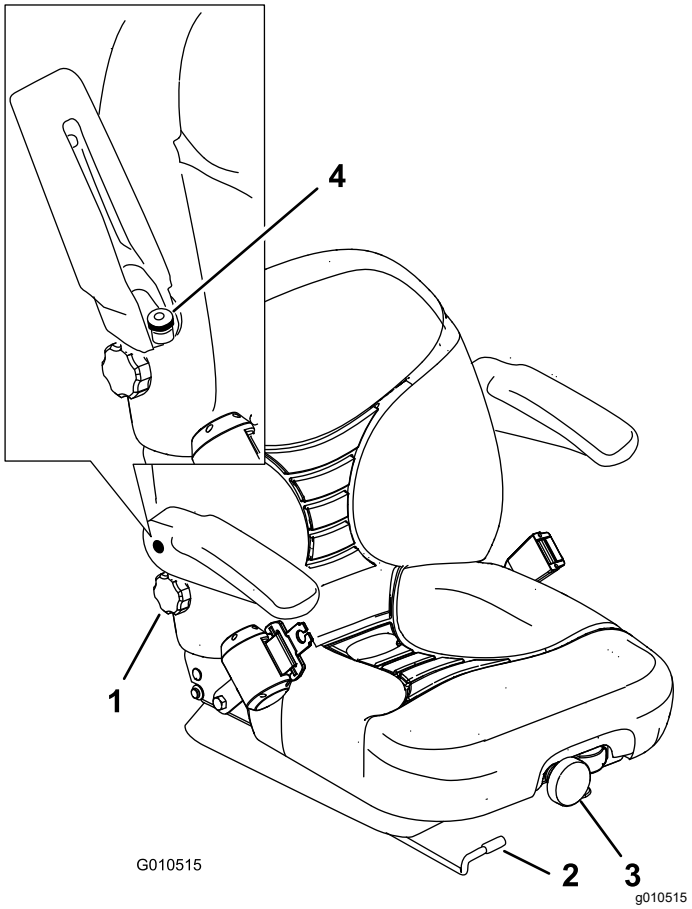

Figur 29
1. För spaken i sidled för att låsa upp sätet (Figur 29).
Justera genom att vrida den främre ratten i endera riktningen för att uppnå bästa bekvämlighet (Figur 29).
Justera genom att vrida ratten under det högra armstödet i endera riktningen för att uppnå bästa bekvämlighet (Figur 29).
Höj armstödet och vrid på ratten i endera riktningen för att få det så bekvämt som möjligt (Figur 29).